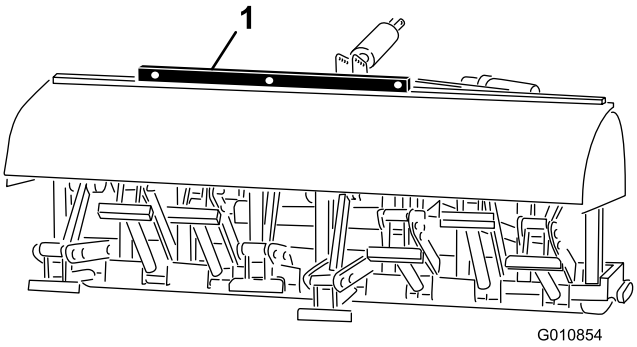

**Rysunek 26**
2. Umieść poziomicę na górnej części ramy traktora, aby sprawdzić wypoziomowanie poprzeczne (Rysunek 26).